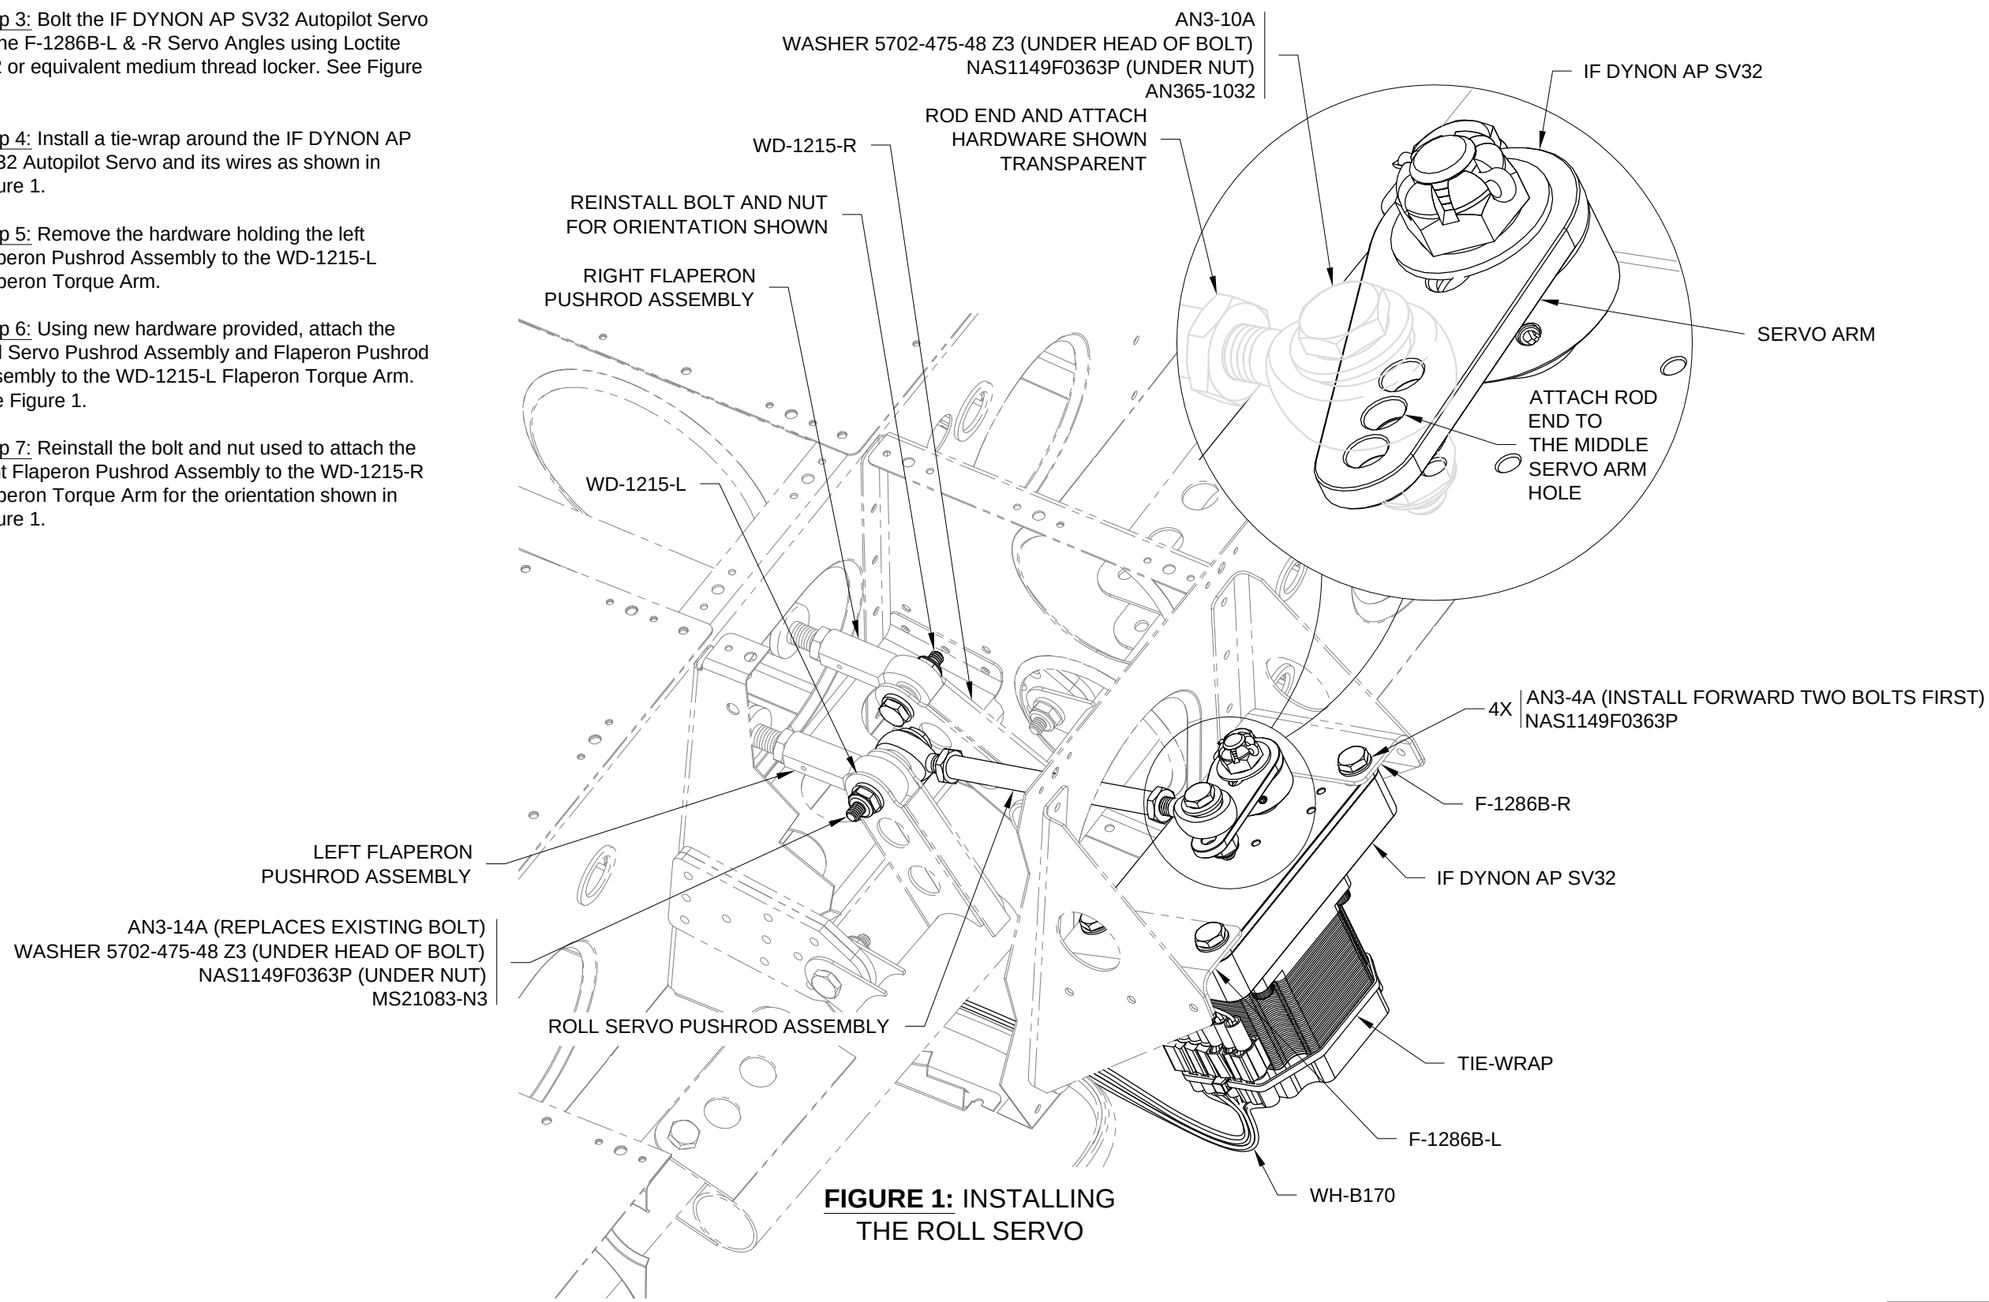

FIGURE 1: INSTALLING THE ROLL SERVO
Step 7: Reinstall the bolt and nut used to attach the right Flaperon Pushrod Assembly to the WD-1215-R Flaperon Torque Arm for the orientation shown in Figure 1.